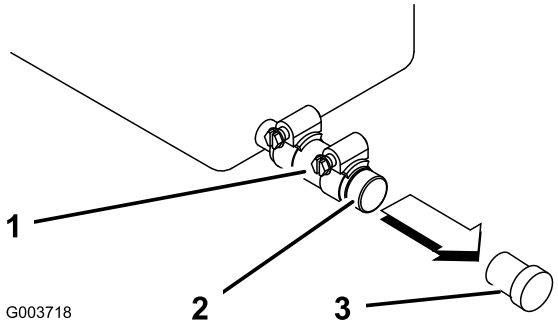

Figure 27
4. Place a pan under the oil drain tube (Figure 27).
5. Loosen the clamp and remove the plug (Figure 27).